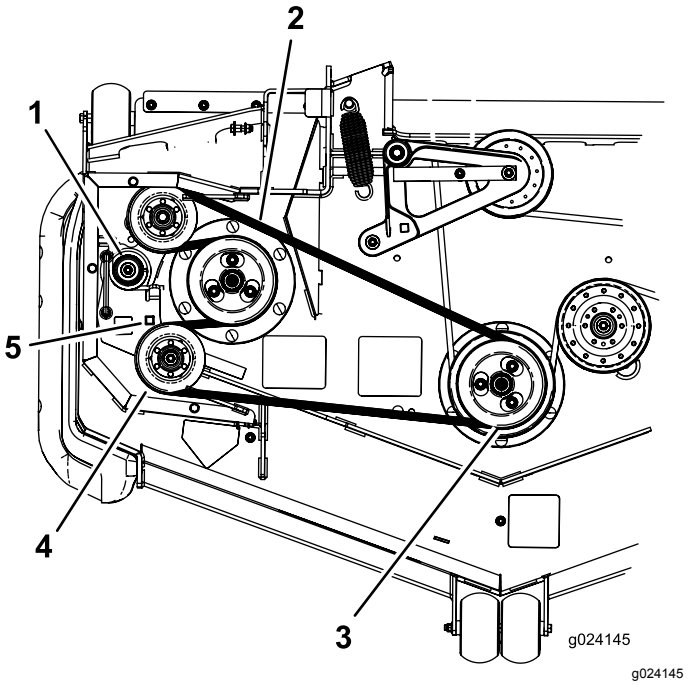

Figure 93
9. Insérez un rochet dans le trou carré du bras de la poulie de tension pour détendre le ressort de la poulie de tension (Figure 93).
10. Enlevez la courroie de la poulie du plateau de coupe (Figure 93).
11. Enlevez la courroie des autres poulies (Figure 93).
13. Insérez le rochet dans le trou carré, détendez le ressort et acheminez la courroie neuve autour de la poulie de tension (Figure 93).